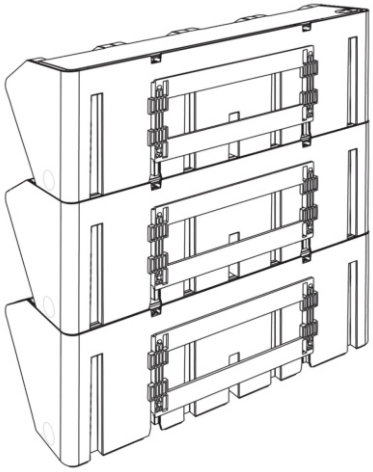
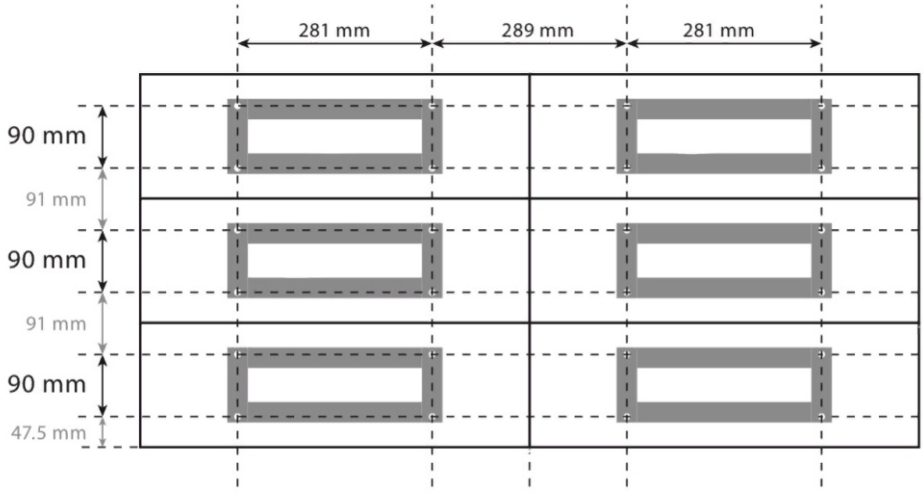

Рис. 20
Рис. 21
- Начните с установки монтажных кронштейнов самого нижнего уровня, затем оденьте на них корпус модуля. После , того как нижний уровень закончен, приступите к установке следующего ряда модулей. См (рис.20 , рис.21)